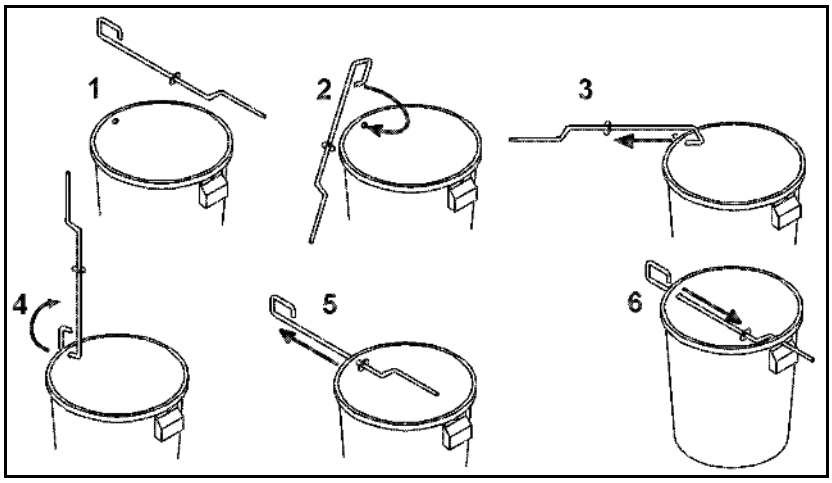

**Rys. 64**
**Zamocowanie pałąka na zbiorniku wychwytującym (Rys. 64/1-6):**